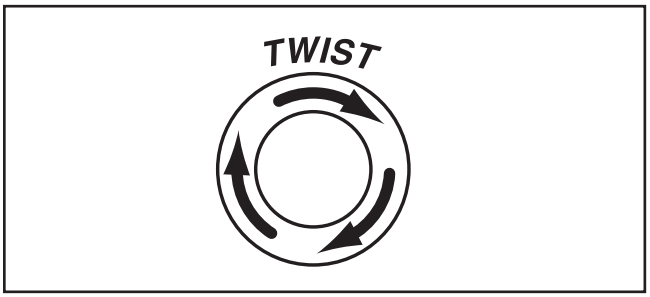

Figure 15. Resetting emergency stop button.
7. Rotate Emergency Stop button (see **Figure 15**) clockwise to reset.